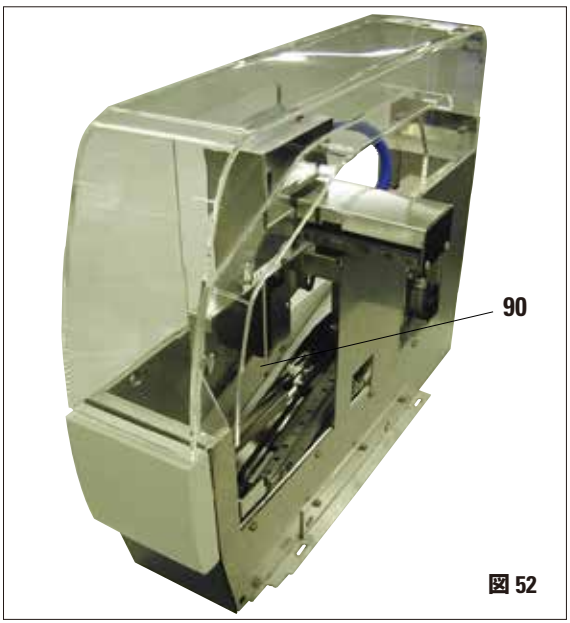

図 52
- 汚れがないか排出シュート（**90**）をチェックし、必要に応じて、適合溶剤を含ませた、糸くずの出ない布を使用して慎重にクリーニングします（図 52）。